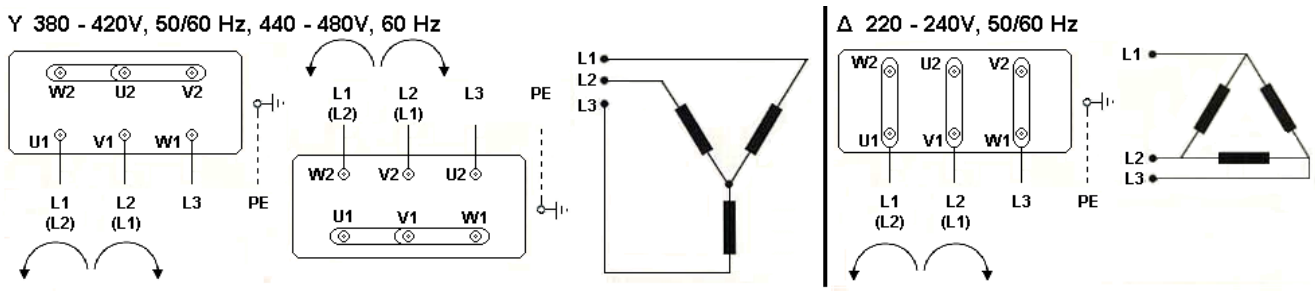

Fig. 2.
5. Anslutning av elmotorn göres enligt Fig. 2. och beroende på vilken 3-fas spänning som finns tillgänglig. Kontrollera alla data på motorns märkskylt för säkerställa att motorskydd och anslutning utföres korrekt. Andra typer av motorer kan förekomma. Elmotorn måste förses med en lämplig manöverkrets och motorskydd. Anslutningskabeln måste ha en area av minst 1,5 mm^2.
Om nätfaserna L1, L2 och L3 ligger anslutna till uttagen enligt Fig. 2 roterar motoraxeln medurs sett mot axeländen på drivsidan. Låt två av matningskablarna byta plats om rotationsriktningen ska ändras.